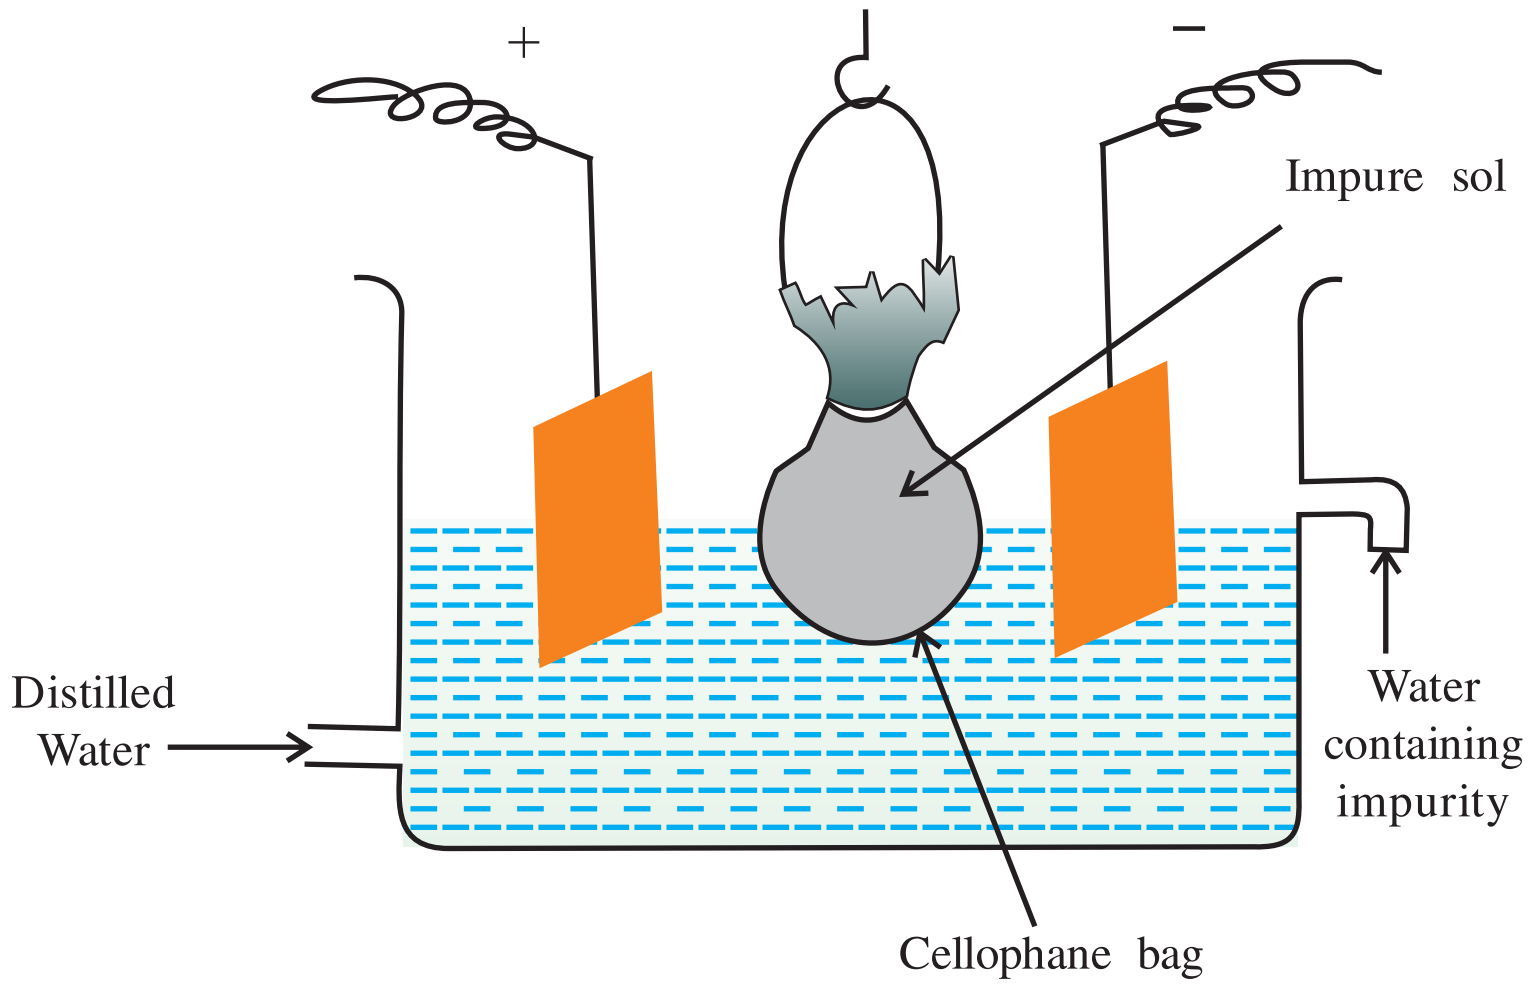

Fig. 2.7 Electrodialysis
(1) Dialysis : Across the semipermeable membranes like parchment paper, butter paper, cellophane membranes, the particles of the true solutions can pass through but the particles of colloid which are larger in size are not able to pass through. You have studied earlier about this in osmosis. A bag of such semipermeable membrane is prepared and sol is filled in. As shown in fig. 2.7 it is dipped in a vessel filled with distilled water. The particles of the electrolyte can come out but the colloid particles are not able to come out. Fresh distilled water should be added to the vessel and a siphon system can be arranged so that continuous purification can be carried out by dialysis. In the above method, if two electrodes are kept outside the bag and electric current is passed, the cation and the anion of the electrolyte will be attracted rapidly to the electrodes of opposite charge and the impurity will be removed very fast. Hence, this method is faster than general dialysis. This method is called electrodialysis. By this method better purification can be carried out.